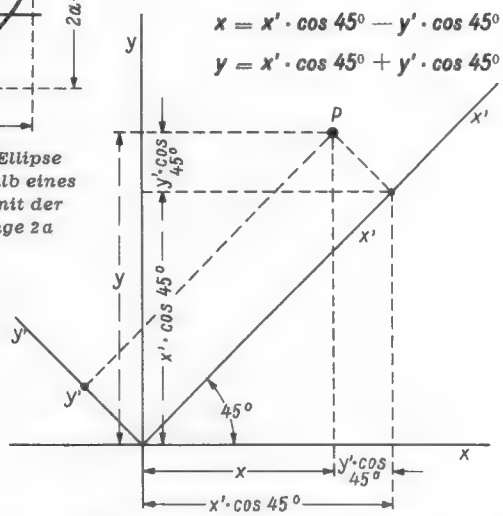

Bild 4. Betrachtung der Ellipse in einem um 45° gedrehten Koordinatensystem
Die Gleichung 5 kann man dadurch erhalten, daß man das Koordinaten-System um 45° verdreht (Bild 4). Es fallen dann die neuen Achsen (x' und y') mit den Achsen der Ellipse zusammen; denn die Symmetrielinien dieser Ellipse sind um 45° gegen das normale Achsenkreuz (x und y) versetzt.
war die Gleichung (2) der Ellipse. Aus Bild 4 geht hervor: Die Koordinaten des Punktes P sind x, y. Drückt man diese Koordinaten durch die neuen, um 45° gedrehten Koordinaten x', y' aus, so erhält man: